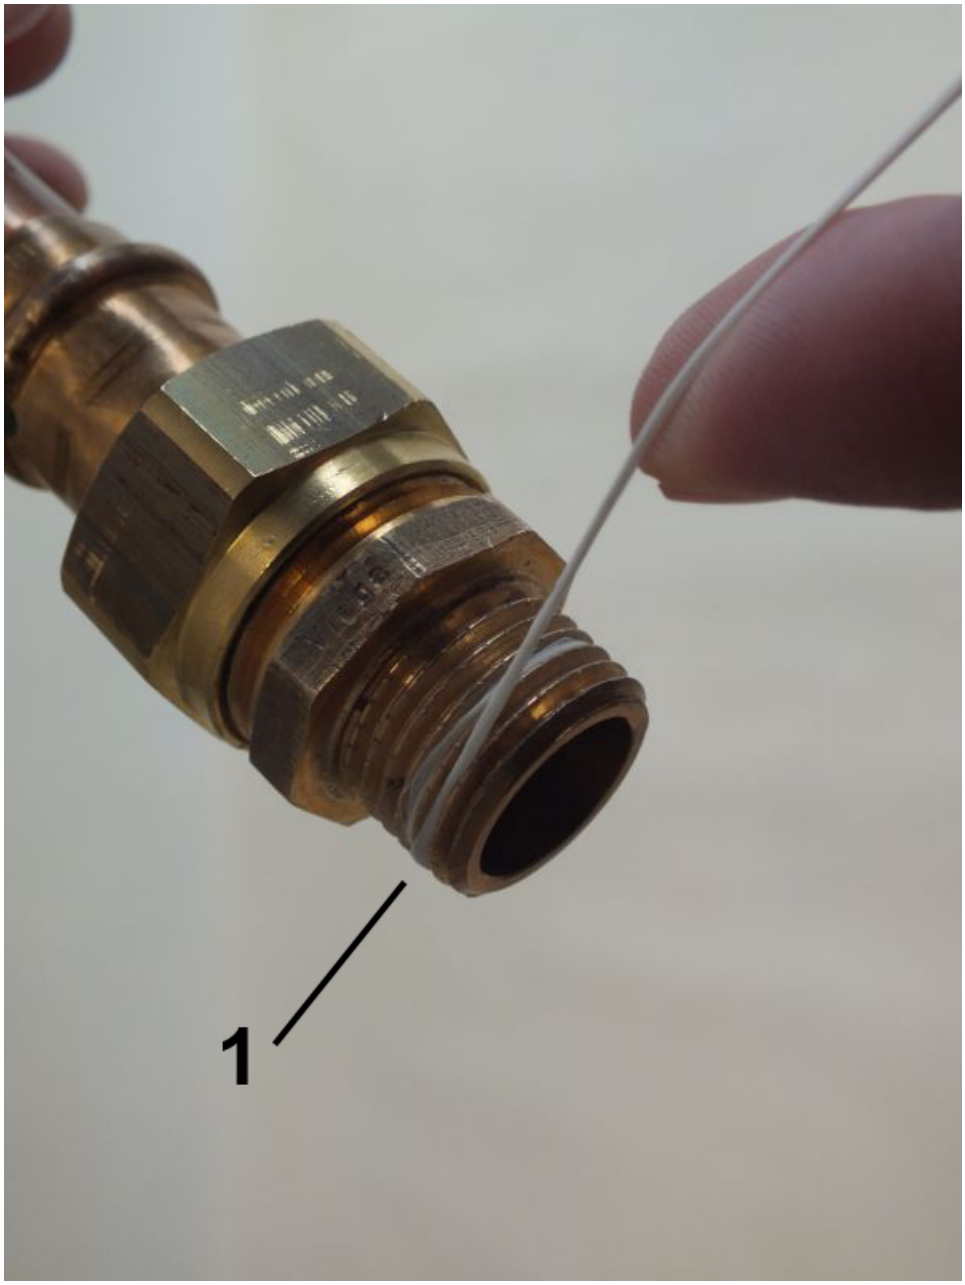

Abb. 10: Dichtfaden aufbringen
2. Dichtfaden (*Abb. 10*/1) in Gewinderichtung auf das aufgeraute Gewinde aufbringen, dabei Mengenangaben des Dichtmittel-Herstellers beachten